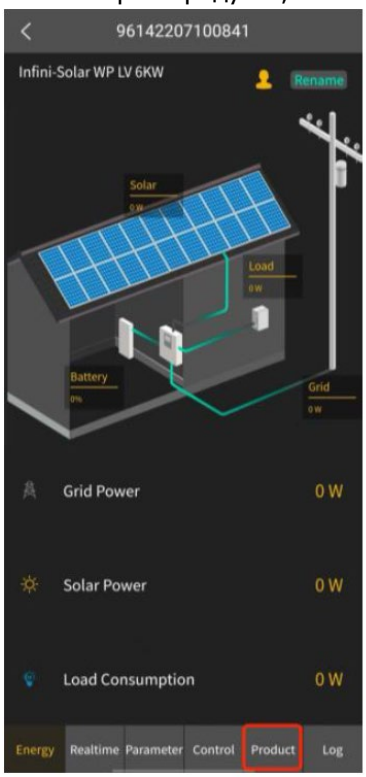

Рисунок 1
- При первом обновлении всплывающее окно имеет следующий вид (Рисунок 1).